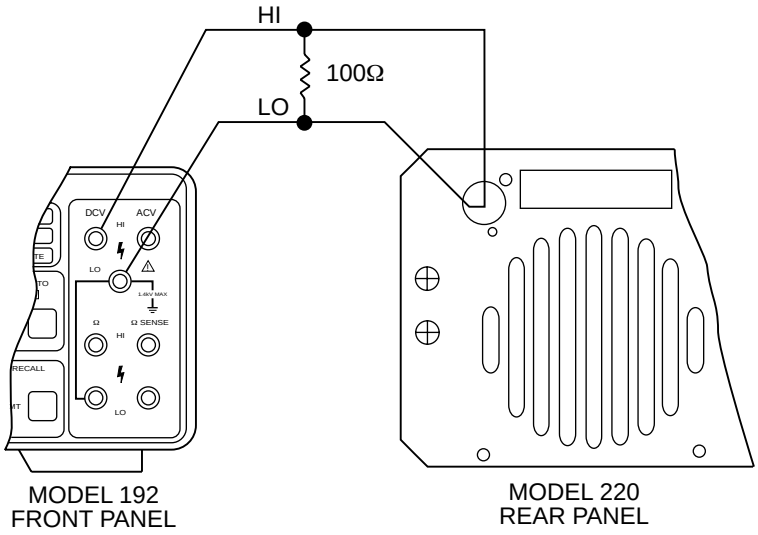

Figure 3-1. 100mA to 1mA Range Verification
1. Connect the Model 224, Model 192 and the 100Ω resistor as shown in Figure 3-1.
1. Replace the 100Ω resistor in Figure 3-1 with the 100kΩ resistor specified in Table 3-1.